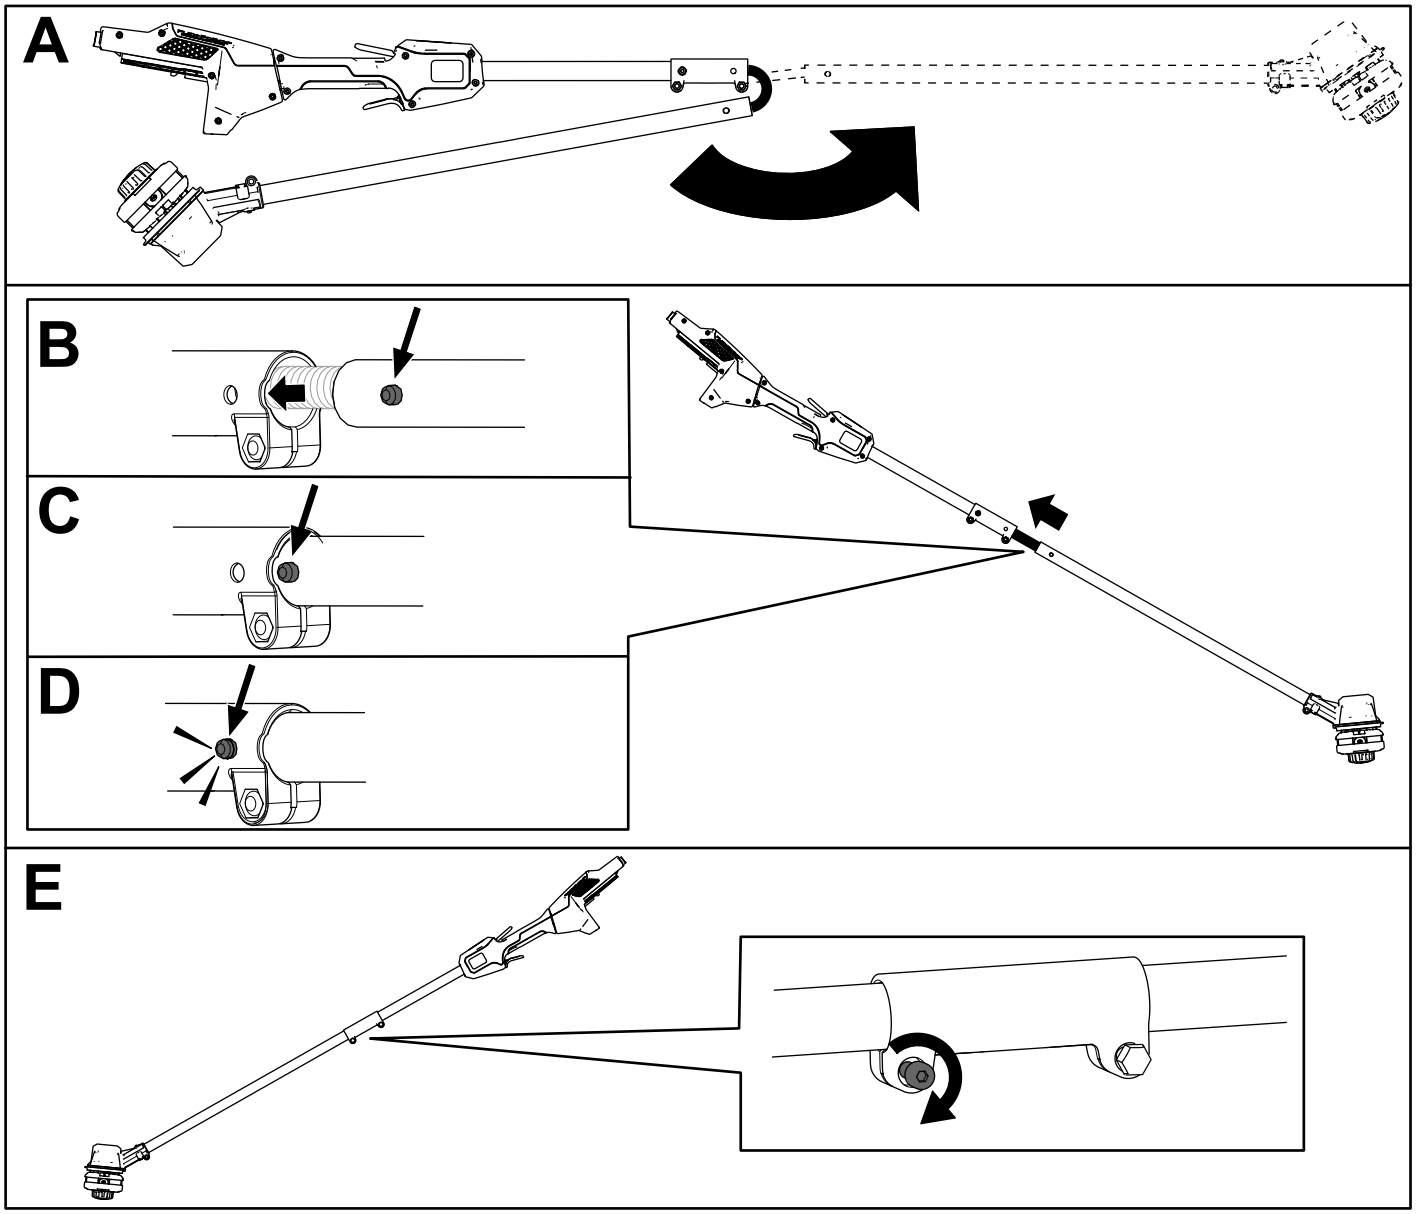

Figur 1
1. Veckla ut skaftet (A i Figur 1).
2. Rikta in låsknappen på det nedre skaftet med det avlånga hålet på det övre skaftet och skjut samman de två skaften (B och C i Figur 1).
Obs: Låsknappen klickar i det avlånga hålet när båda skaften är säkrade (D i Figur 1).
3. Använd den medföljande insexnyckeln och dra åt skruven på skaftanslutningen tills den är säker (E i Figur 1).